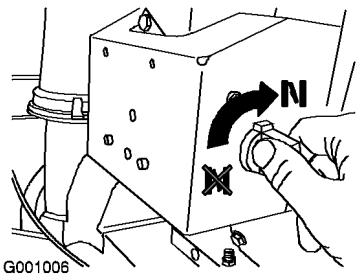

Figur 27
4. Drei choken til På-stilling (Figur 27).